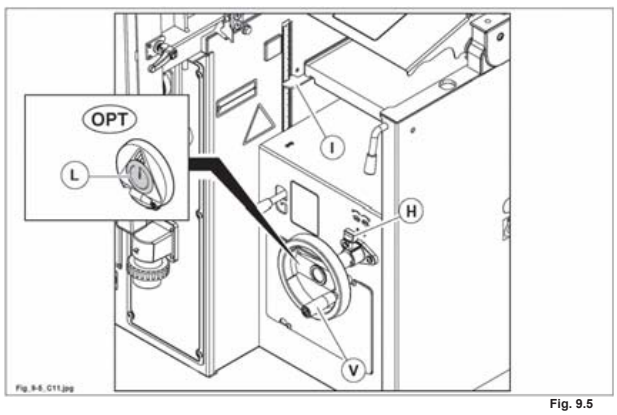

Fig. 9.5
- allentare il bloccaggio (H fig. 9.5);
- ruotare il volantino (V fig. 9.5), facendo riferimento all'indice (I fig. 9.5) o all'indicatore numerico (L fig. 9.5) (OPT);
- serrare il bloccaggio (H fig. 9.5).
In caso di indicazione imprecisa dell'indicatore (L fig. 9.5), procedere al ripristino della regolazione come di seguito indicato.